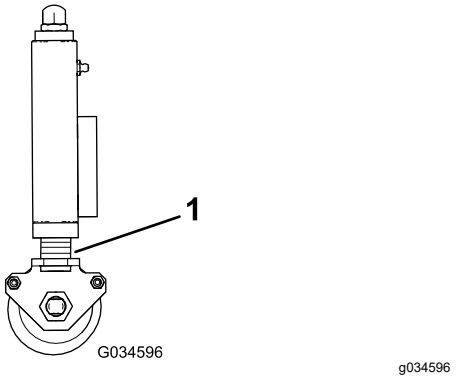

Рисунок 32
3. По контрольным кольцам убедитесь, что все режущие блоки установлены на одинаковую высоту скашивания (Рисунок 32).